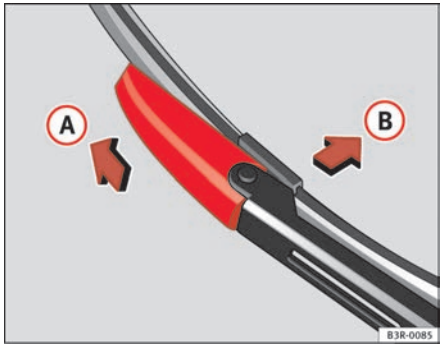

Fig. 169 Removing the wiper blade
– Slide the retainer catch on the wiper blade in the direction indicated ⇒ fig. 169 (A). Hold onto the wiper blade at the same time.
– Pull the wiper blade (B) out of its mounting on the wiper arm.